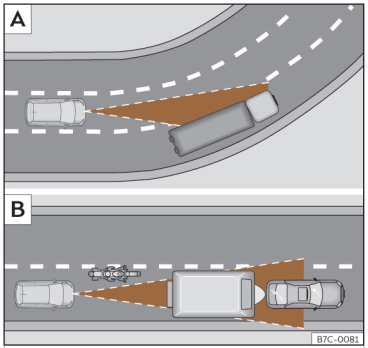

Fig. 133 A Vehículo en una curva. B Motociclista circulando por delante fuera del radio de acción del sensor de radar.
El ACC podría no detectar en curva el vehículo precedente o podría regular la distancia con vehículos que se encuentran en otros carriles >>> fig. 133 A.
- Vehículos que circulen desalineados o fuera de la zona de detección del sensor, por ejemplo, motocicletas >>> fig. 133 B.